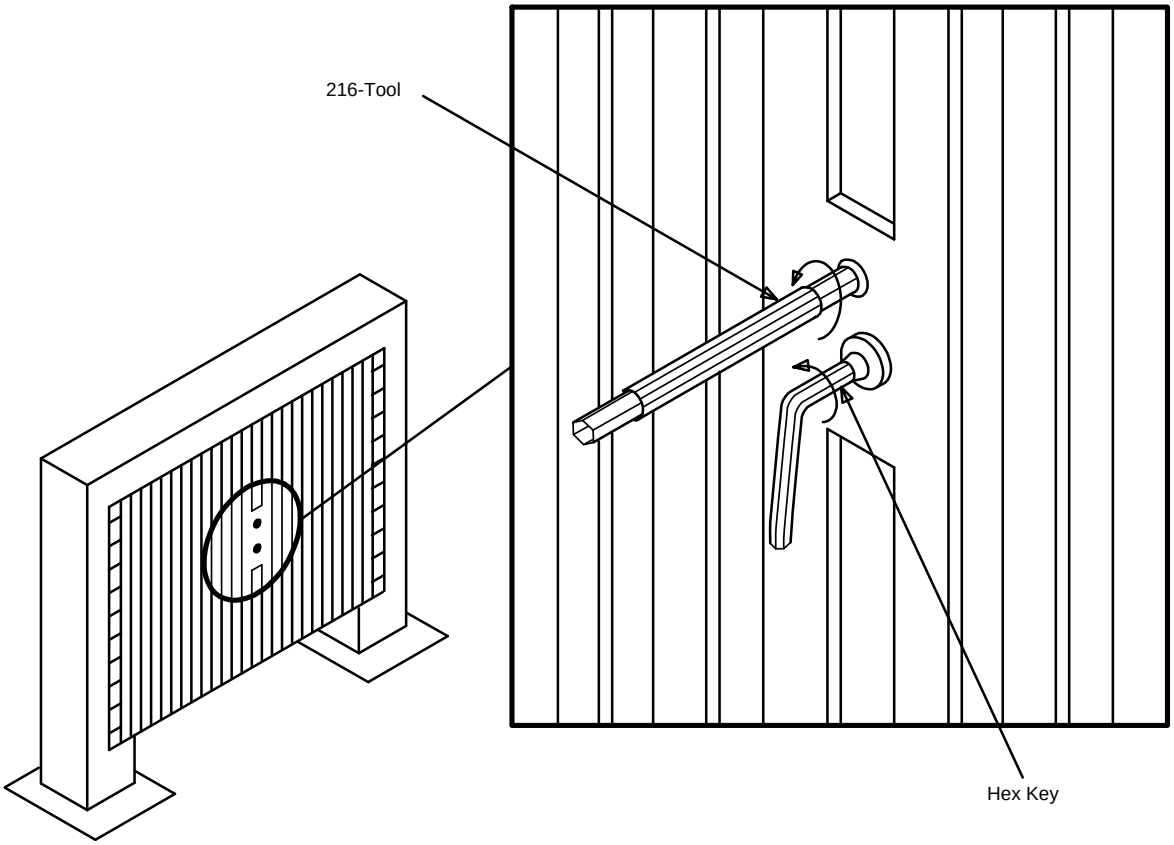

**Figure 1 – Opening a Typical Cabinet With Hex Key and 216-Tool**
1. AC power panels are typically accessed from side 1 of the cabinet. The cabinet is typically opened using a special key (allen-type wrench) and a 216-type tool as shown in figure 1.